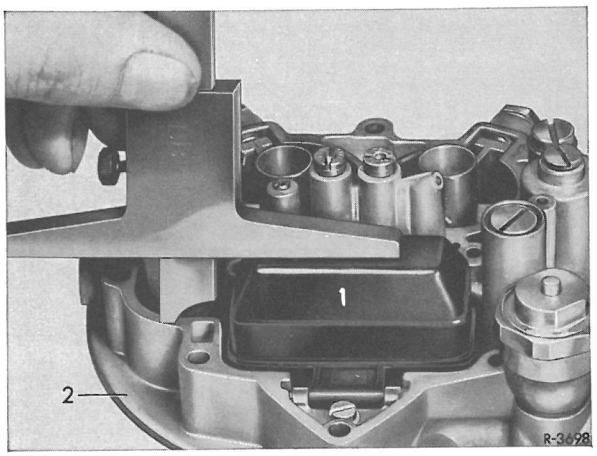

Fig.00-14/1
2 Afstanden imellem platinblokkens skilleflade og svømmerens (1) overkant måles (fig. 00-14/1)